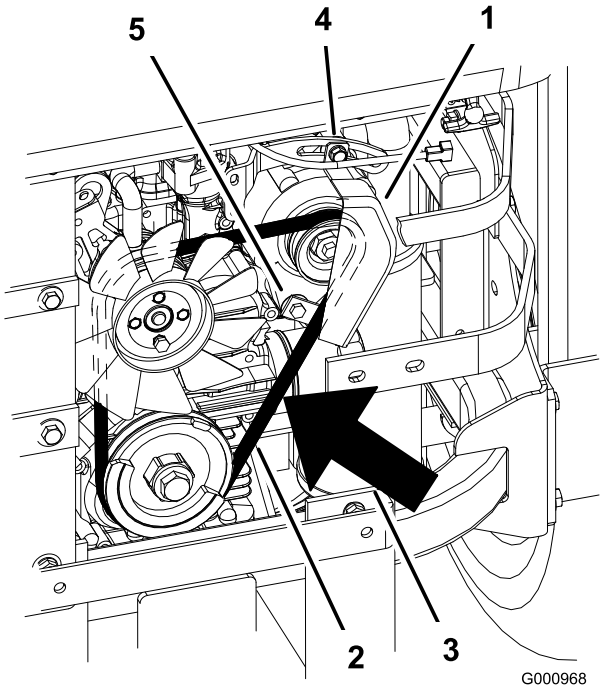

**Figuur 58**
7. Draai de onderste bout los en verwijder de bovenste bout waarmee de wisselstroomdynamo en de kap vastzitten (Figuur 58).
9. Leg de nieuwe riem rond de poelies en de wisselstroomdynamo (Figuur 58).
14. Draai de onderste bout vast en monteer de bovenste bout waarmee de wisselstroomdynamo en de kap vastzitten (Figuur 58).
2. Beweeg de wisselstroomdynamo naar buiten totdat de riem tussen de motor en de poelies van de wisselstroomdynamo een speling van 7-9 mm heeft als deze wordt ingedrukt met een kracht van 10 kg (Figuur 58).
5. Als de speling correct is, draait u de onderste en bovenste bout vast (Figuur 58).